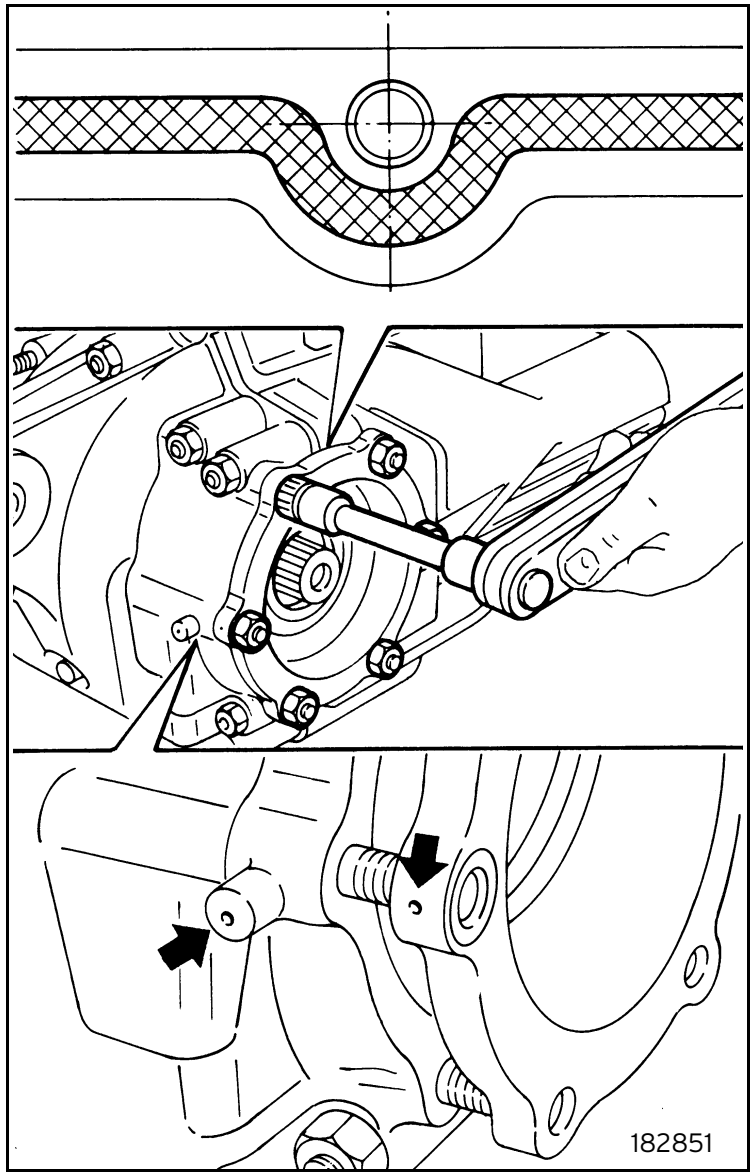

Fig. 51
- Apply Loctite 518 sealant on the union surface between box and bearing pre-load flange. Fit the bearing pre-load flange, lubricate with Molycote 1000 and fasten the nuts at the specified tightening torque (figure 51):